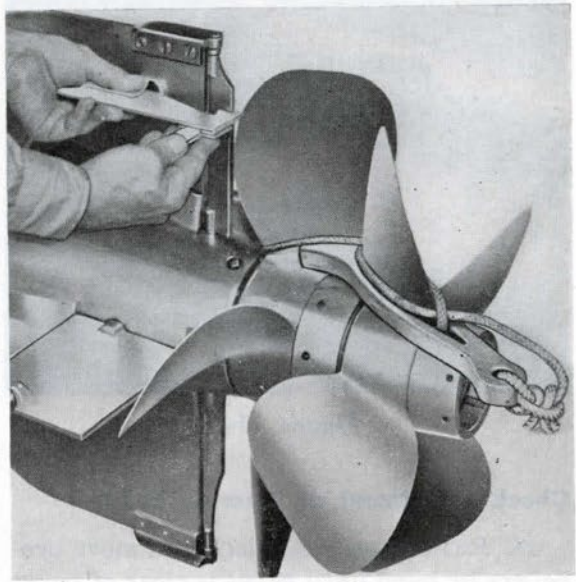

Figure 113
48. Remove propeller lock and move propellers by hand until pallet is clear of pallet pawls. Replace propeller lock. With air on engine, move the steering-engine valve in both directions by hand, recording the steering rudder throws with vernier scale (Fig. 113). The steering-rudder throws should be equal in both directions and should agree with throws in record book. **(44)**